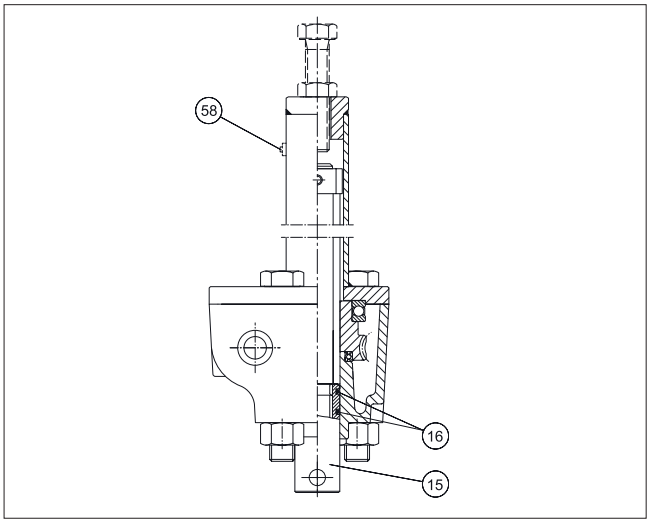

Fig. 25 Manual overdrive
There is some air bleed trough the spindle thread and the relief valve (58) when the sealing slide (15) with the O-rings (16) is positioned inside the cylinder. I.e. when the valve has been manually operated to open position during compressed air loss and then the air pressure is restored. To stop the leakage operate the manual override to closed position. See Fig. 25